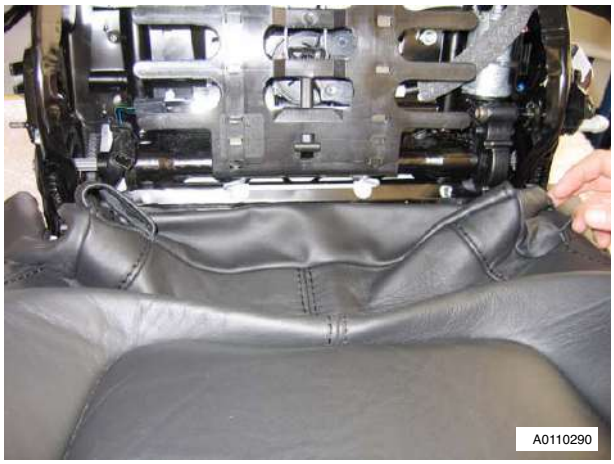

Figure 3
5. Pull seat cushion cover from between squab and cushion frames and remove cover (see Figure 3).